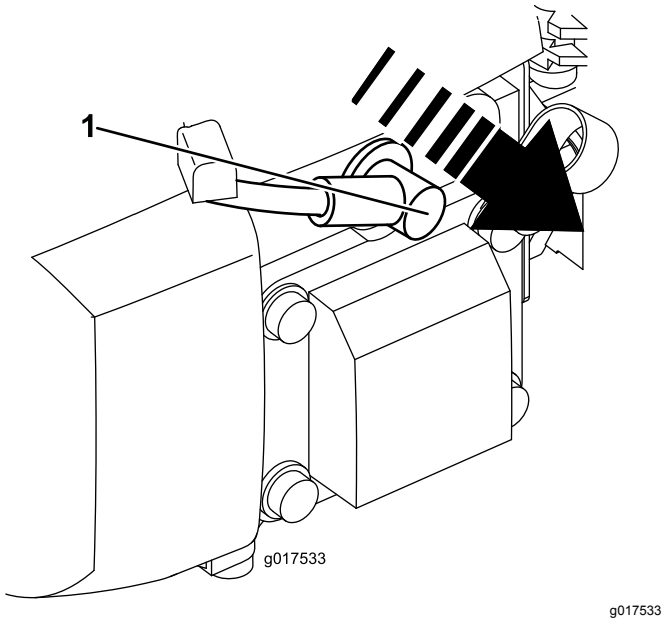

Rysunek 16
2. Przed wykonaniem którejkolwiek z procedur konserwacyjnych odłącz kabel świecy zapłonowej od świecy (Rysunek 16).